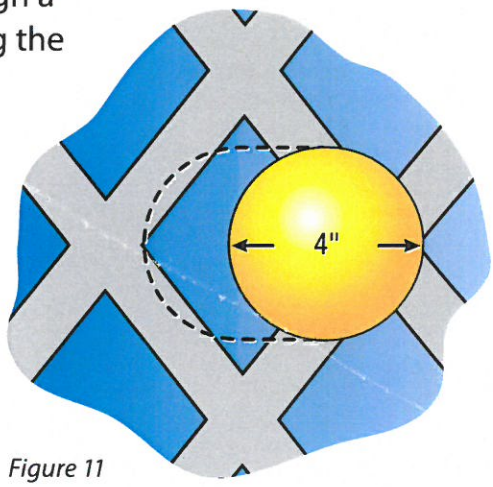

Figure 11
4. **Openings in the barrier** shall not allow passage of a 4-inch diameter sphere (figure 11).